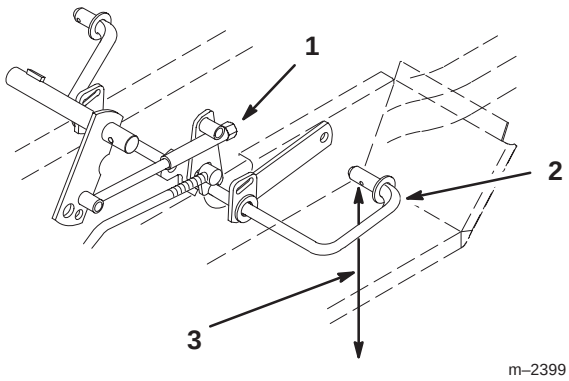

Abbildung 5
3. Die Transporthöhenmutter so einstellen, daß die Unterseiten der hinteren Hubarme ca. 188 mm (7–1/4”) über der Oberfläche liegen (Abb. 5).